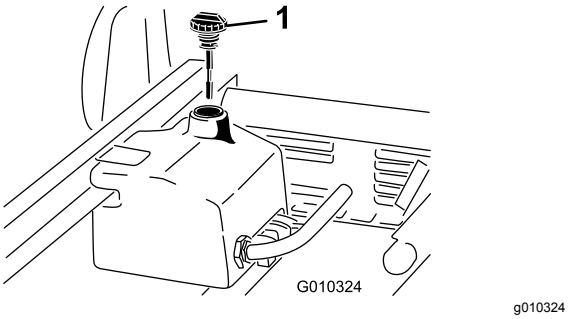

**Rysunek 21**
1. Oczyść obszar wokół szyjki wlewu i korka zbiornika hydraulicznego (Rysunek 21).
3. Wyjmij wskaźnik poziomu (Rysunek 21) z szyjki wlewu i przetrzyj go czystą szmatką.